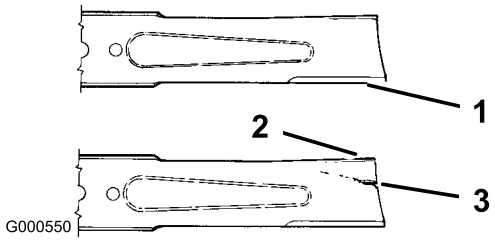

Figur 38
1. Kontrollera eggarna (Figur 38). Ta bort knivarna och slipa dem om eggarna är slöa eller har fått hack; se Slipa knivarna.
2. Kontrollera knivarna, speciellt den böjda delen (Figur 38). Montera omedelbart en ny kniv om du upptäcker skador, slitage eller om ett spår har bildats i detta område (del 3 i Figur 38).